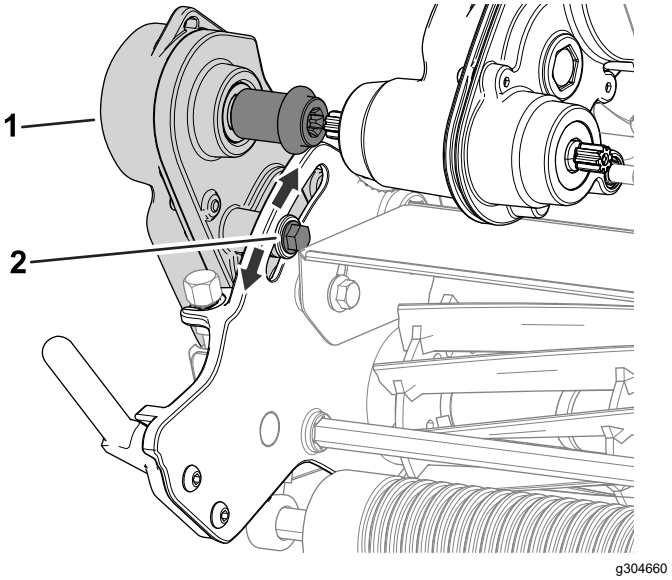

**Figuur 47**
1. Draai de bout los die wordt getoond in Figuur 47.